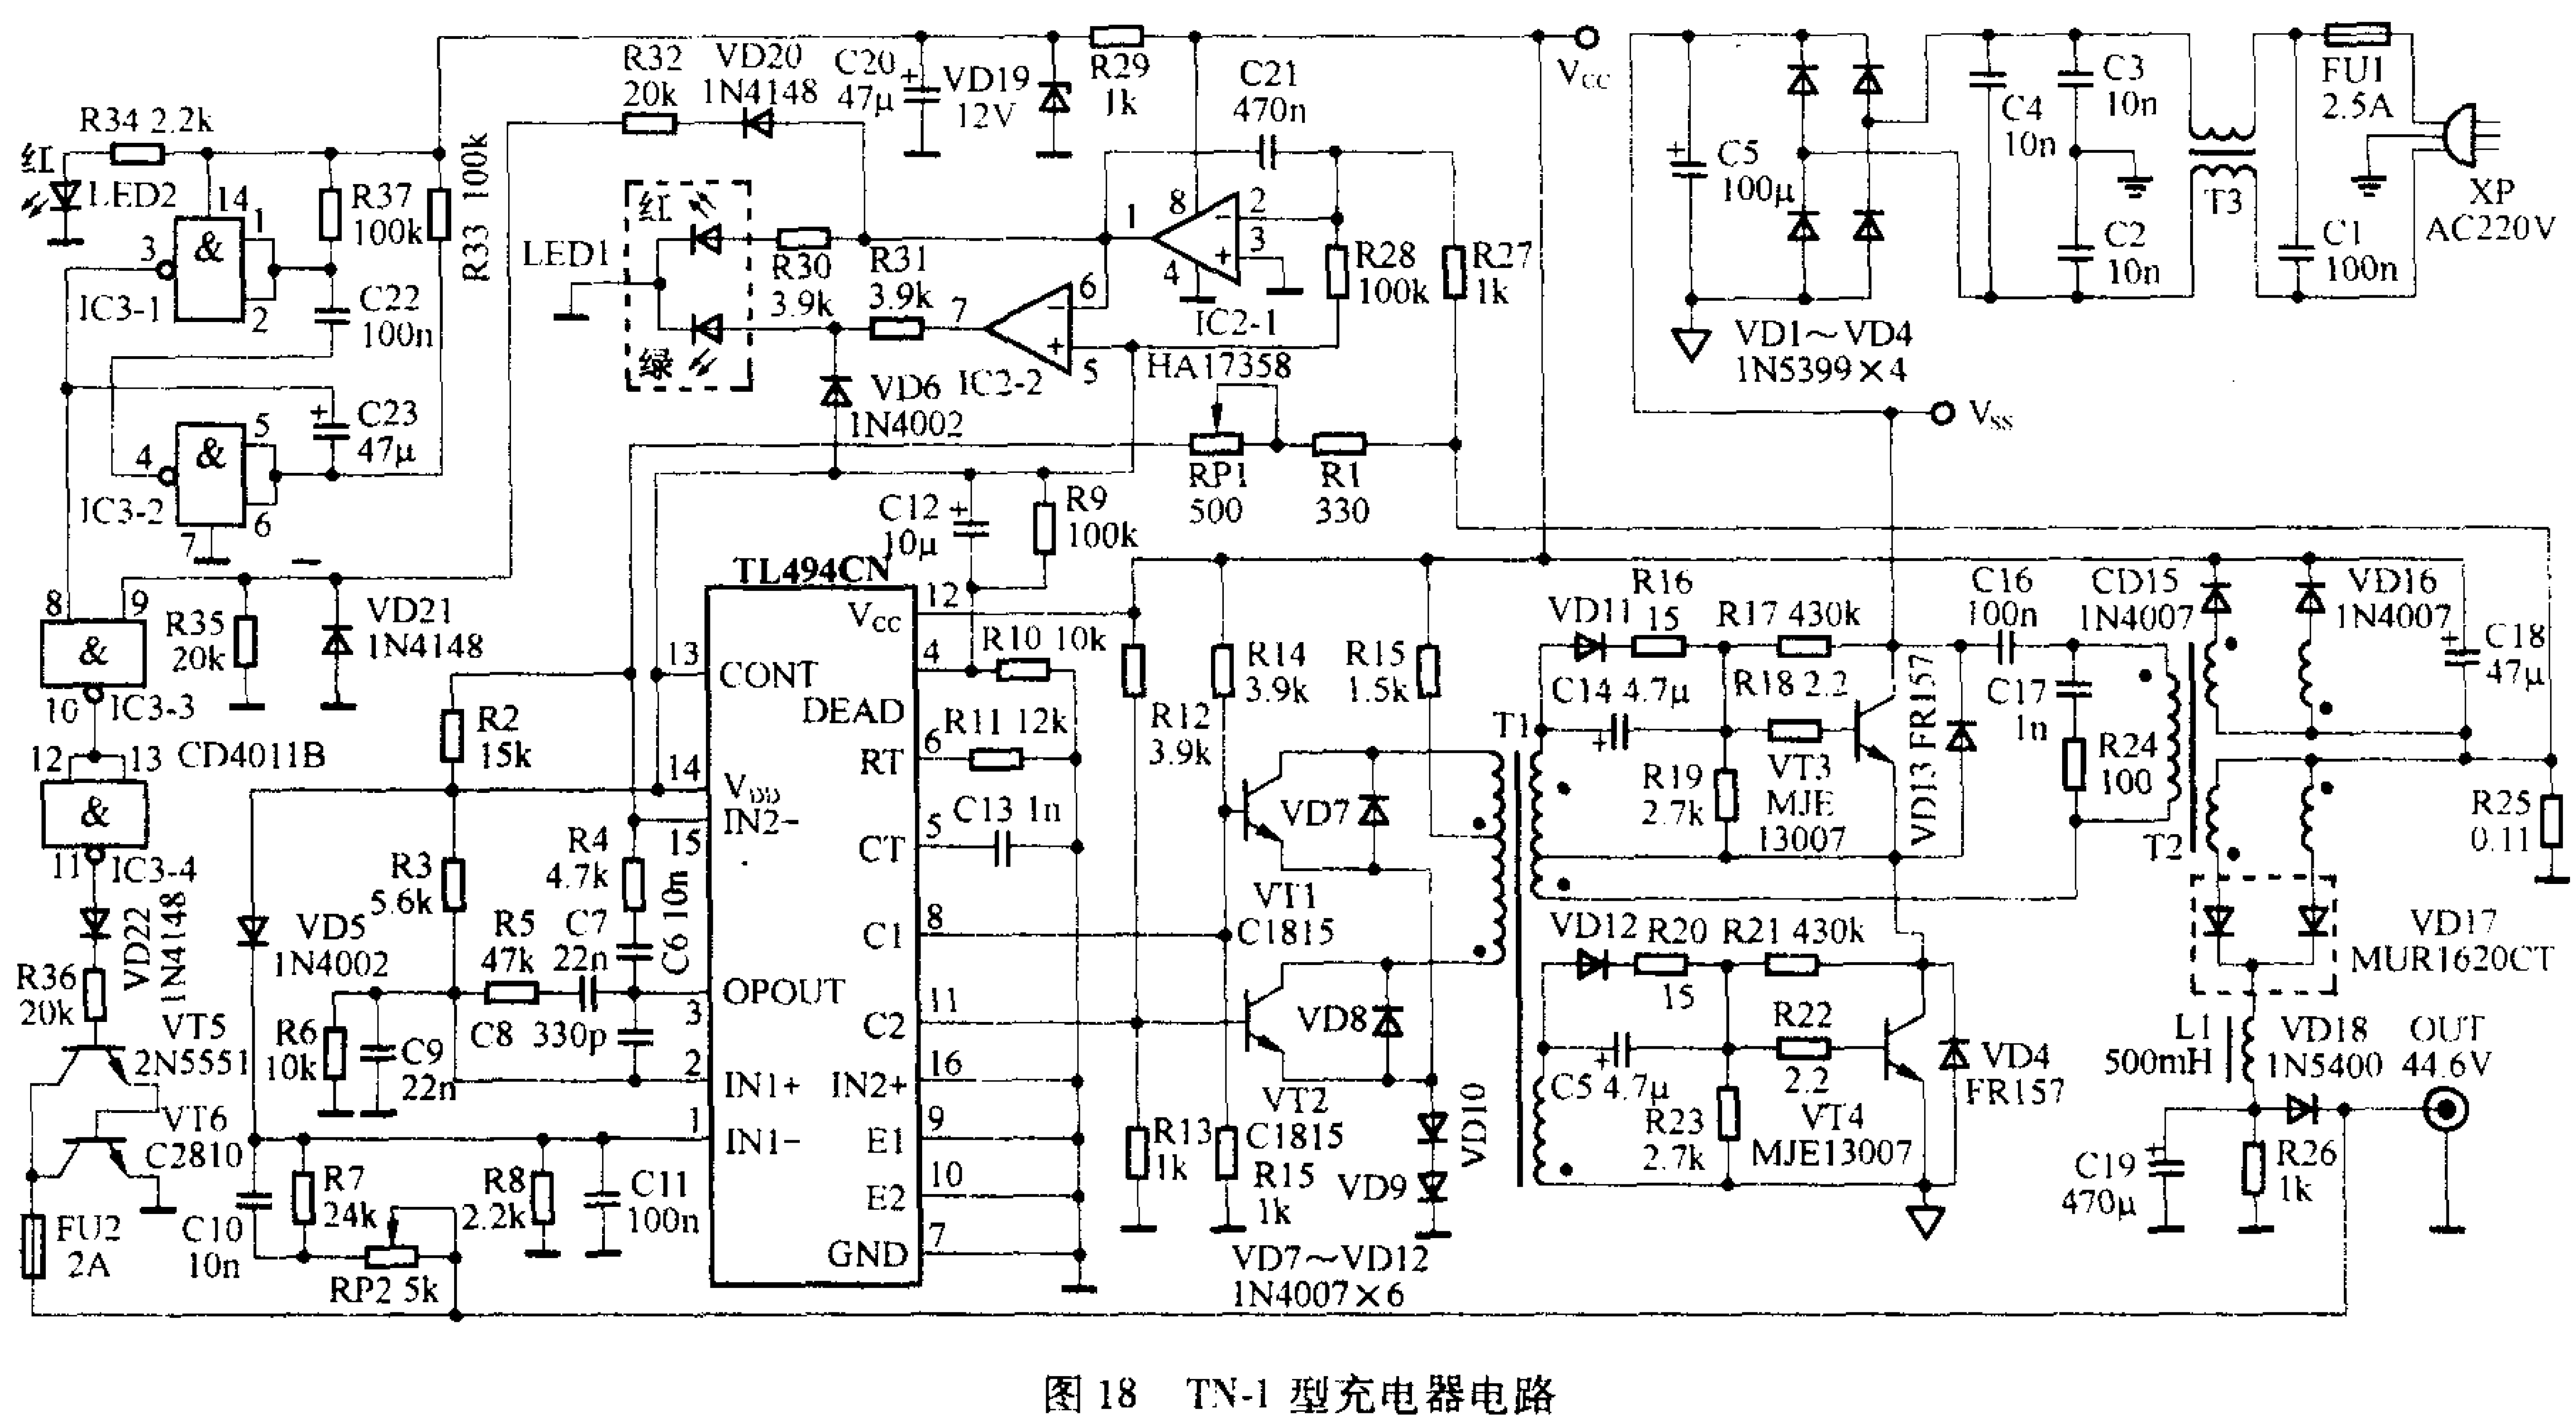

图 18　TN-1 型充电器电路
10. TN-1型充电器图纸，该充电器具有负脉冲充电控制功能，见图18。